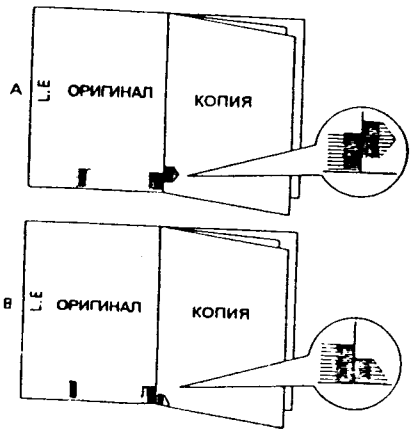

Рис. 1
- Укладывайте копию-оригинал в автоподатчик длинной кромкой (LE) направо.
3. (Рис. 1): Сравните оригинал (копию, полученную при выполнении шага 1) со второй копией и проверьте боковую регистрацию (Сложите копию по шкале).